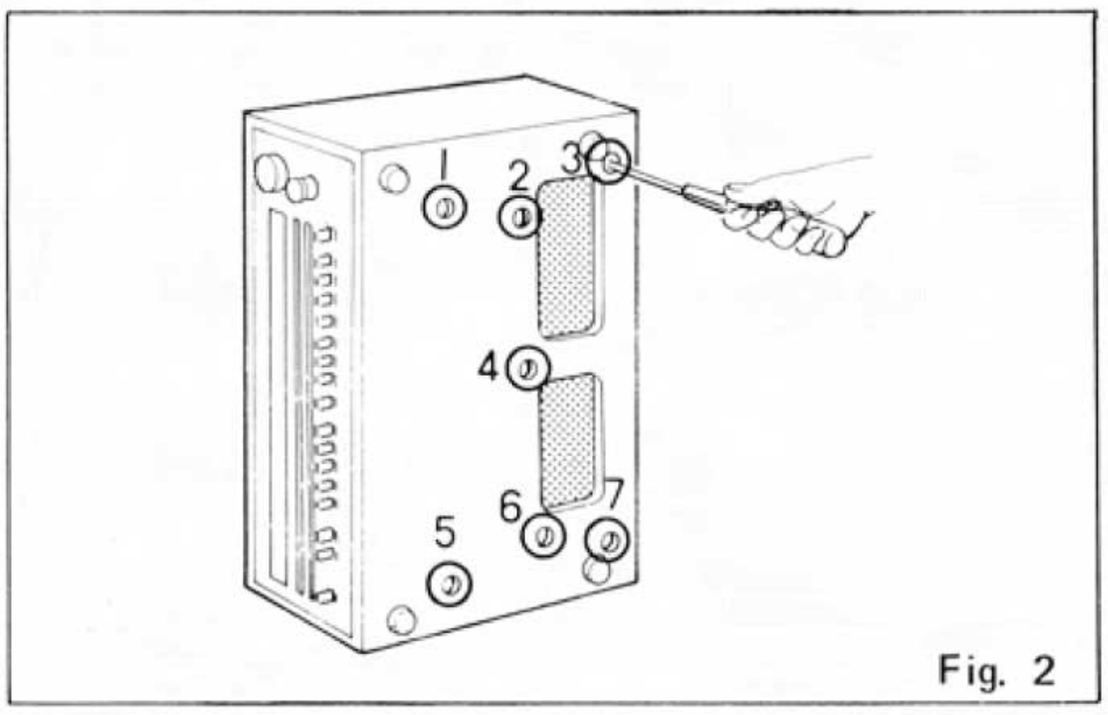

Fig. 2
a. Remove screws 1~7 as shown in Fig. 2.